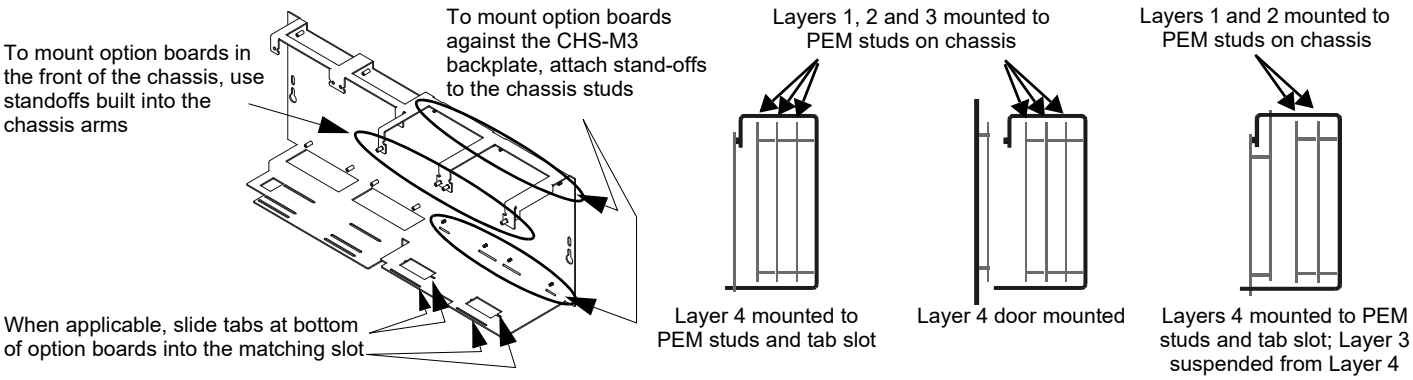

Figure 5 Chassis CHS-M3 Equipment Mounting Options
4. **If no other option boards will be mounted in that position:** Securely fasten board to all stand-offs using screws provided with the module. **If mounting a second or third option board:** Attach another layer of stand-offs and repeat steps 2 and 3. Be sure to set the switches on the option boards before mounting another layer over the previous one. Refer to Figure 5 for layout options.